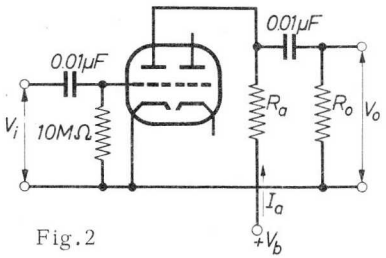

Fig.2
A.F. amplifier Fig.2 see page 9 Input source resistance = 100 Ω